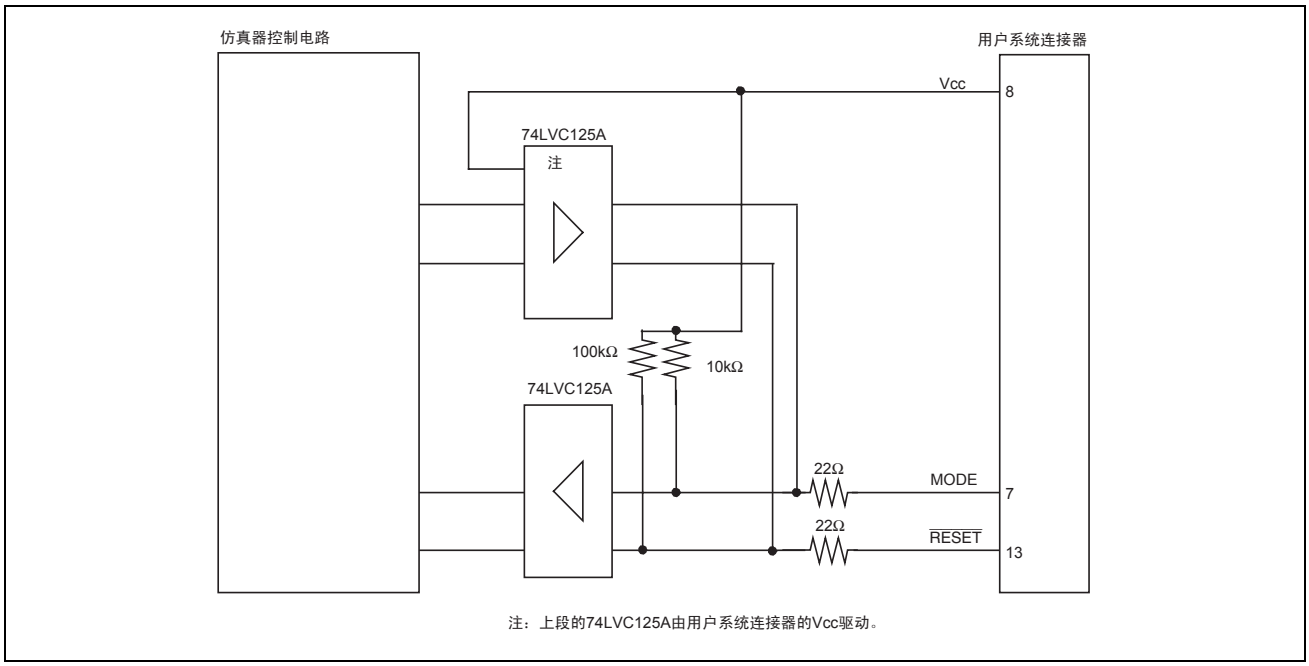

图 4.4　仿真器内的接口电路（参考）
6. 仿真器内的接口电路如图4.4所示。在决定上拉电阻值等时，请参考。